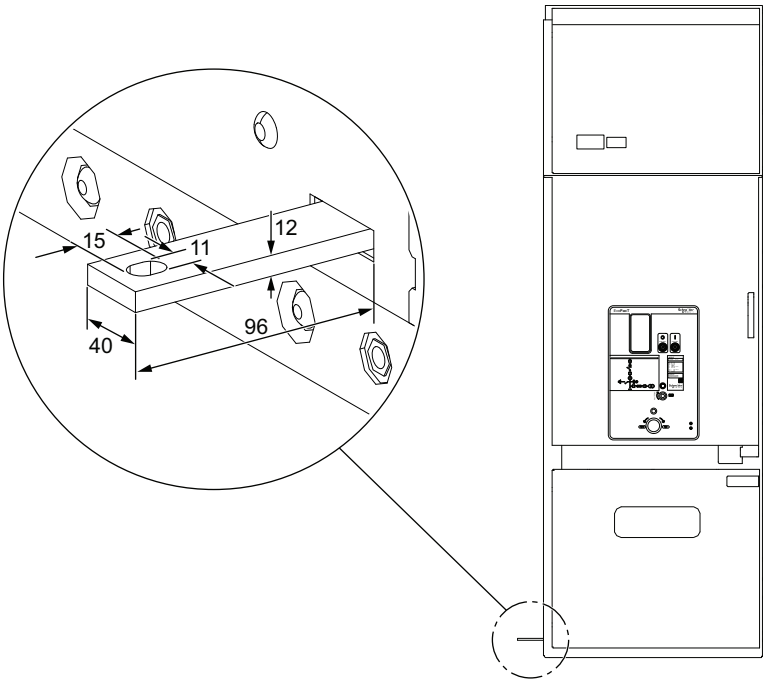

Figure 32
1. Slip the connecting bar into the adjacent cubicles supporting structure through the cut out in the cubicle (Figure 32).